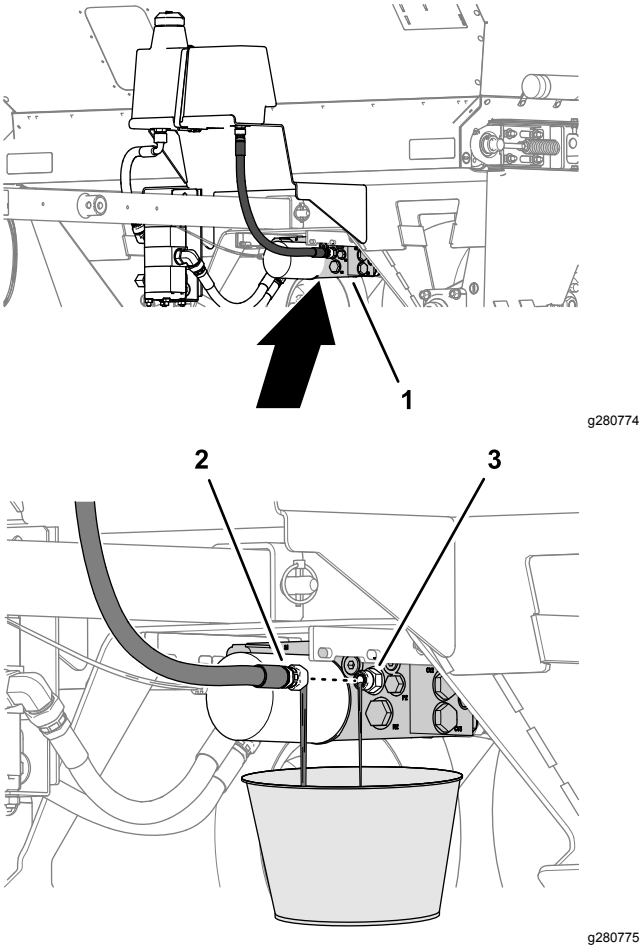

Figur 37
2. Placer en dræningsbakke med kapacitet til 9,5 liter under hydraulikmanifolden (Figur 37).
3. Afmonter returslangen fra fittingen i hydraulikmanifolden, og dræn hydraulikvæsken helt (Figur 37).
4. Monter og stram returslangen (Figur 37).